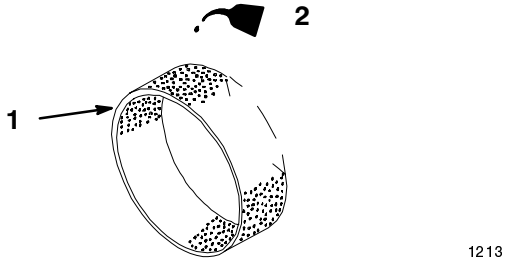

Figure 18
C. Put one or two ounces of oil on the element (Fig. 18). Squeeze the element to distribute the oil.